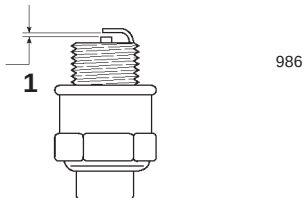

Bild 19
5. Stellen Sie den Elektrodenabstand an der neuen Zündkerze auf 0,76 mm ein (Bild 19).